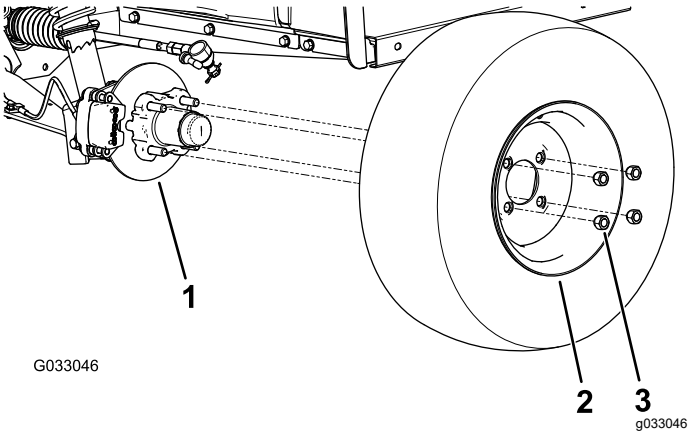

Figura 24
2. Retire las 4 tuercas que sujetan la rueda al cubo (Figura 24).
4. Alinee los taladros de la rueda con los espárragos del cubo y monte la rueda en el cubo con la válvula hacia fuera (Figura 24).
5. Sujete la rueda al cubo usando las tuercas de rueda (Figura 24).